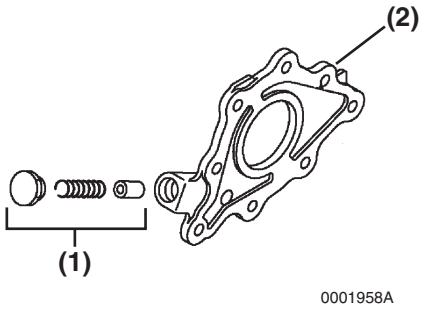

Figure 9-6
6. Remove the oil pressure regulator valve **(Figure 9-6, (1))** from the oil pump cover **(Figure 9-6, (2))**.